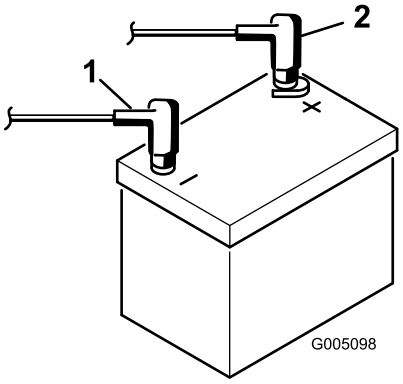

Figur 4
7. Koble den positive kabelen (rød) til den positive (+) polen og den negative kabelen (svart) til den negative (-) polen, og fest dem med skruer og mutre (Figur 4). Kontroller at den positive (+) klemmen er skjøvet helt ned på polen, og at kabelen er plassert tett inntil batteriet. Kabelen må ikke komme i berøring med batterideksel.